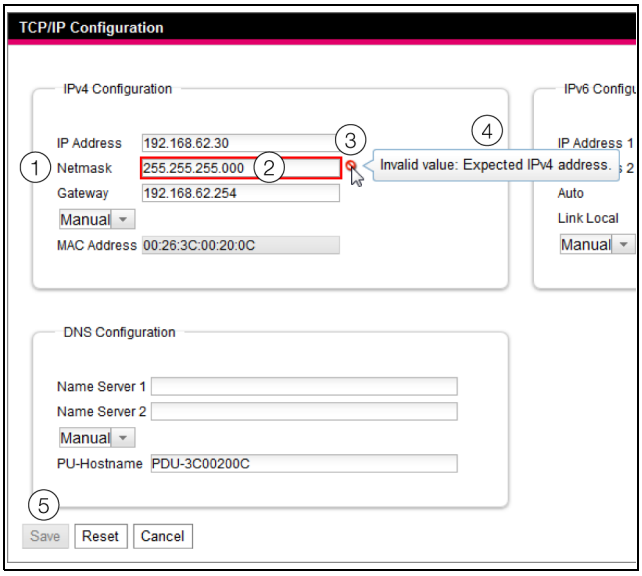

Abb. 53: Anzeige einer fehlerhaften Eingabe
– Hinter dem fehlerhaften Eintrag (Abb. 53, Pos. 2) im Feld **Netmask** (Abb. 53, Pos. 1) erscheint ein rotes „Verbotssymbol“ (Abb. 53, Pos. 3).
– Wenn Sie den Mauszeiger über das Verbotszeichen setzen, erscheint ein Hinweis mit Zusatzinformationen zum Fehler (Abb. 53, Pos. 4).
– Die Schaltfläche **Save** ist deaktiviert (Abb. 53, Pos. 5), so dass die aktuell hinterlegten Werte so nicht abgespeichert werden können.